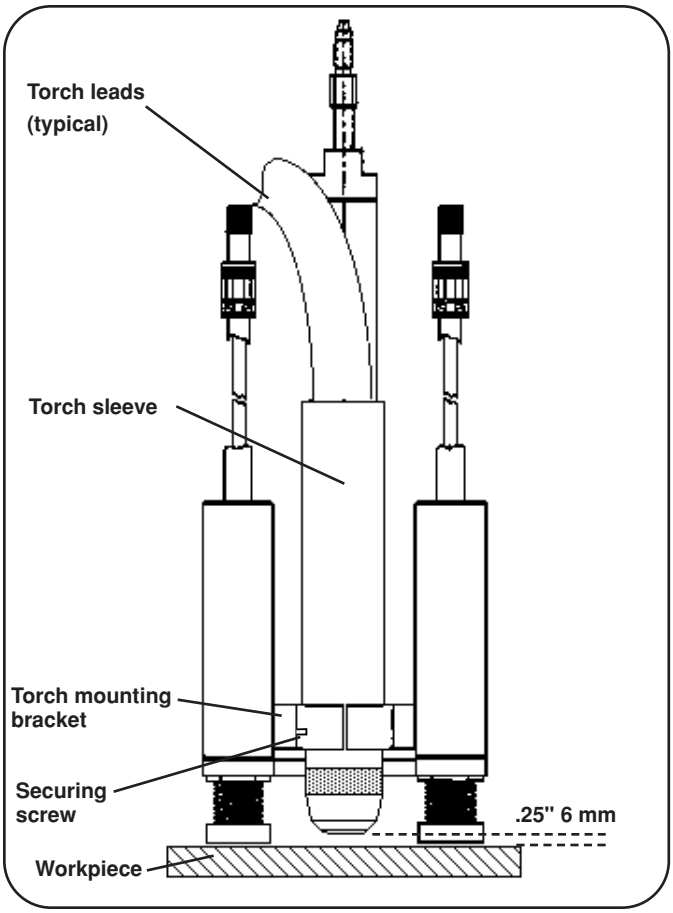
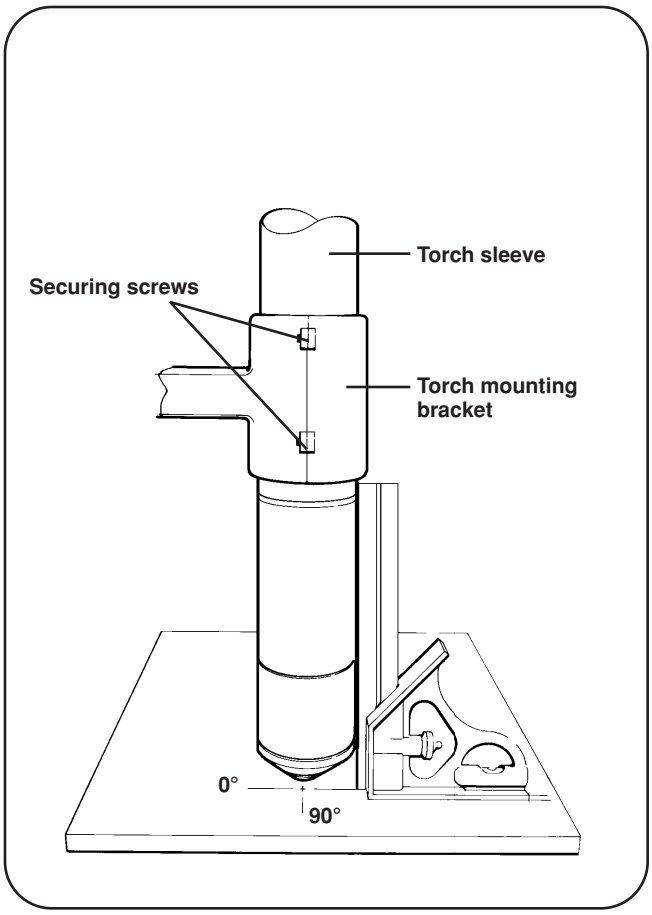

Figure 4-20 Mounting the Machine Torch (with IHS probes)
Figure 4-21 Torch Alignment (without IHS probes)
1. Install the machine torch (with torch leads attached) in the torch mounting bracket without IHS probes (Fig. 4-21) or the alternate torch mounting bracket (Fig. 4-20) if IHS is used.
To guarantee the torch is at right angles to the workpiece, align the torch with a square at 0° and 90°. See figure 4-21.